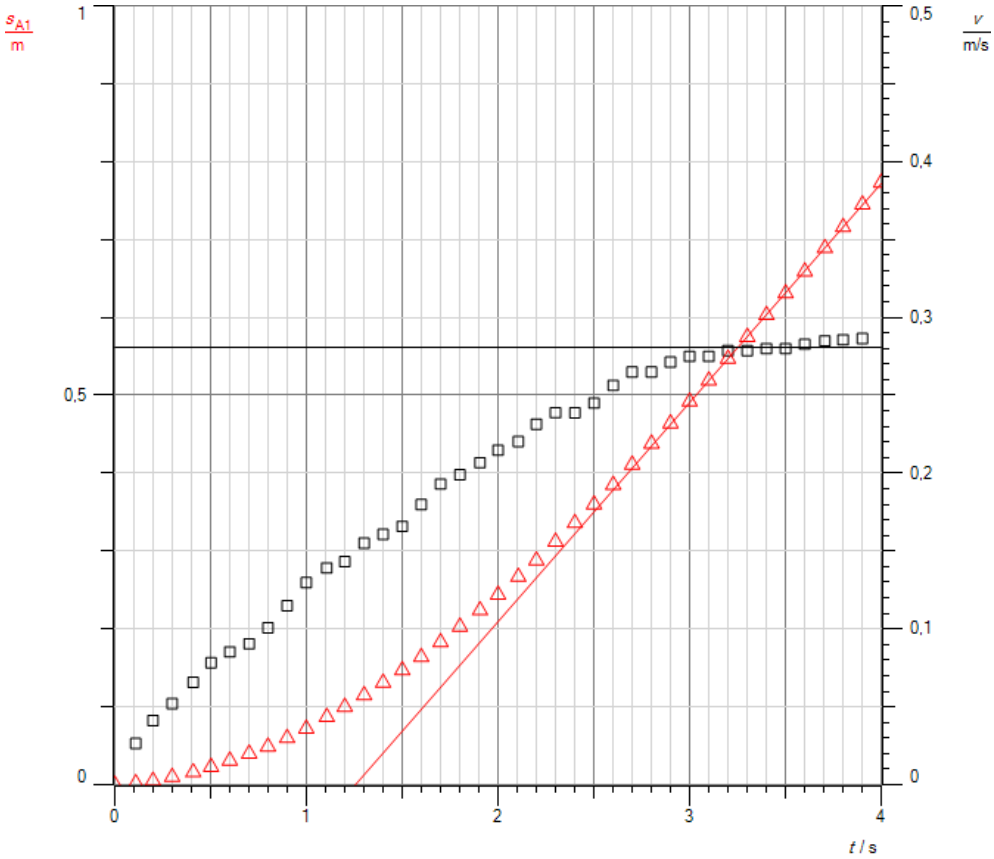

Abb.3: 2. Auswertungskurve
e. Man erhält die Auswertungskurve in Abb. 3. Die Steigung der s(t)-Messwerte beträgt m_1 = 0,281 m/s. Der Mittelwert der Endgeschwindigkeit ergibt sich aus den v(t)-Messwerten zu v = 0,2807 m/s. Beide Werte stimmen sehr gut überein.